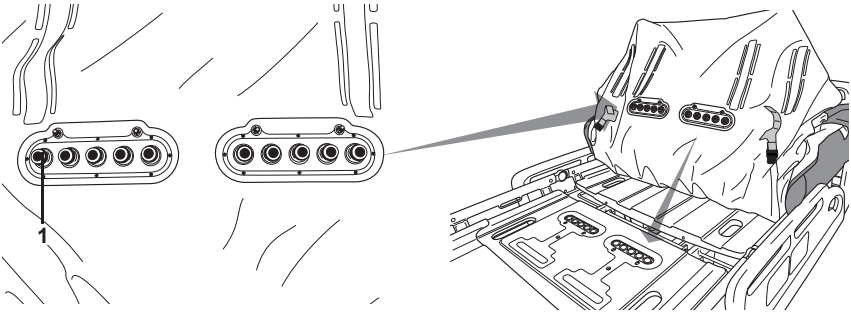

Figure 5 : Connecteurs d'air sous le matelas
1. Retirer le matelas à air de son emballage et le dérouler sur le lit. Repérer les connecteurs d'air sur la face inférieure du matelas à air (figure 5). Ceux-ci doivent être orientés du côté pieds du lit. Localiser la valve de décharge et les connecteurs d'air intégrés dans la partie au pied du sommier de support de matelas. S'assurer que tous les matériaux d'emballage sont retirés des connecteurs à air sur la partie inférieure du matelas à air.
3. Vérifier les connecteurs à air sous le matelas et s'assurer que les joints toriques (figure 5, élément 1) sont en place sur chaque connecteur.